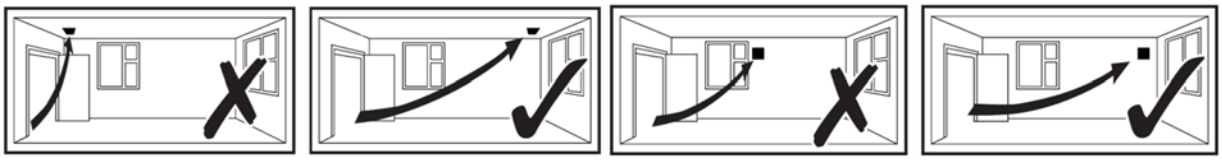

Fig.1: QF100SX5OP & QF100PIRX5OP
1. Select and follow the appropriate wiring diagram. (Fig. 1, 2 or 3)
See Fig 1, 2, 3, 4, 5, 6 & 7
QF100SX5OP – Single speed fan. Controlled by remote switch (e.g light switch or auto sensor) Fig.1.
QF100PIRX5OP - PIR* - Single speed with PIR (passive infra-red) detector and overrun timer. The fan starts automatically when a movement is detected and will continue to operate for the set overrun time period. Fig. 1.